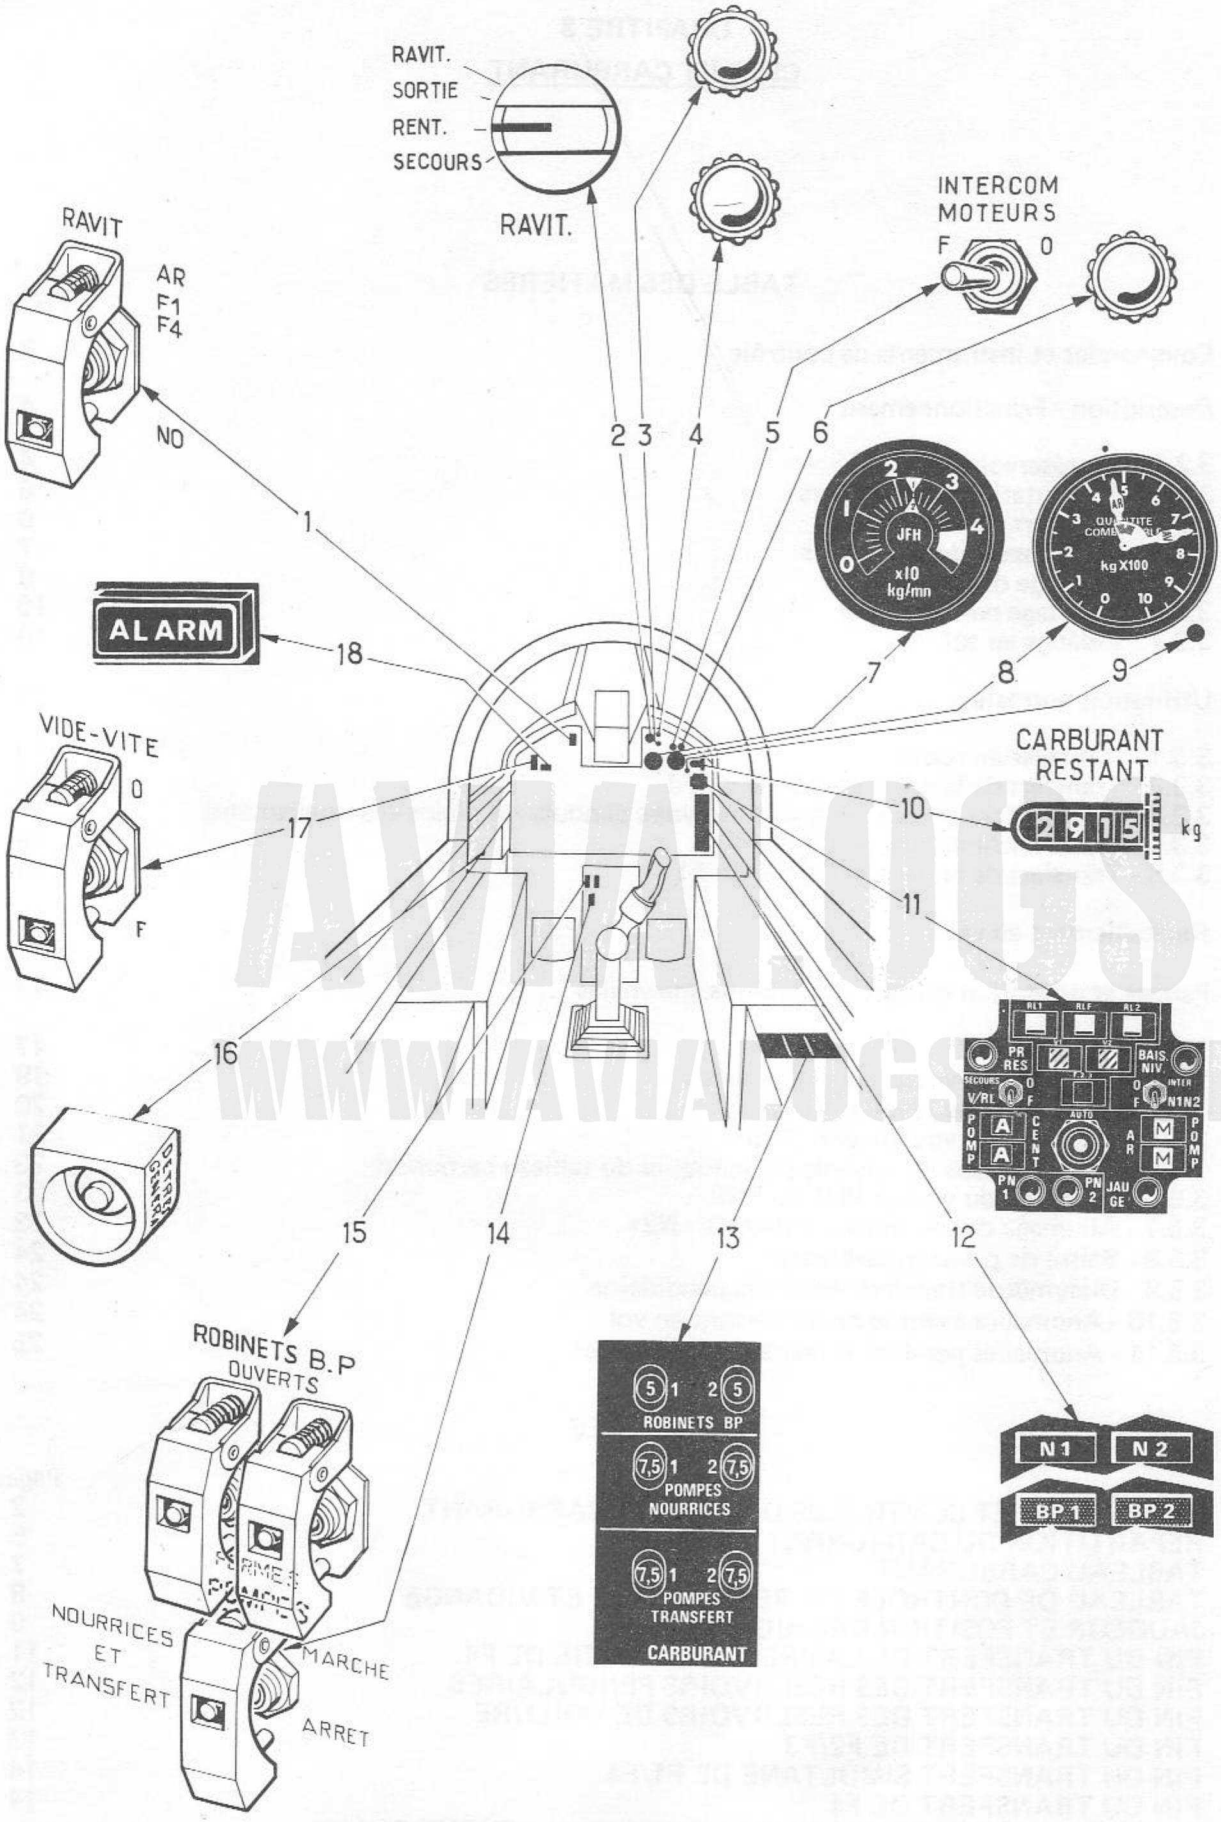

FIGURE 1 - COMMANDES ET CONTROLES DU CIRCUIT CARBURANT
3.1 - Commandes et instruments de contrôle (Fig. 1)